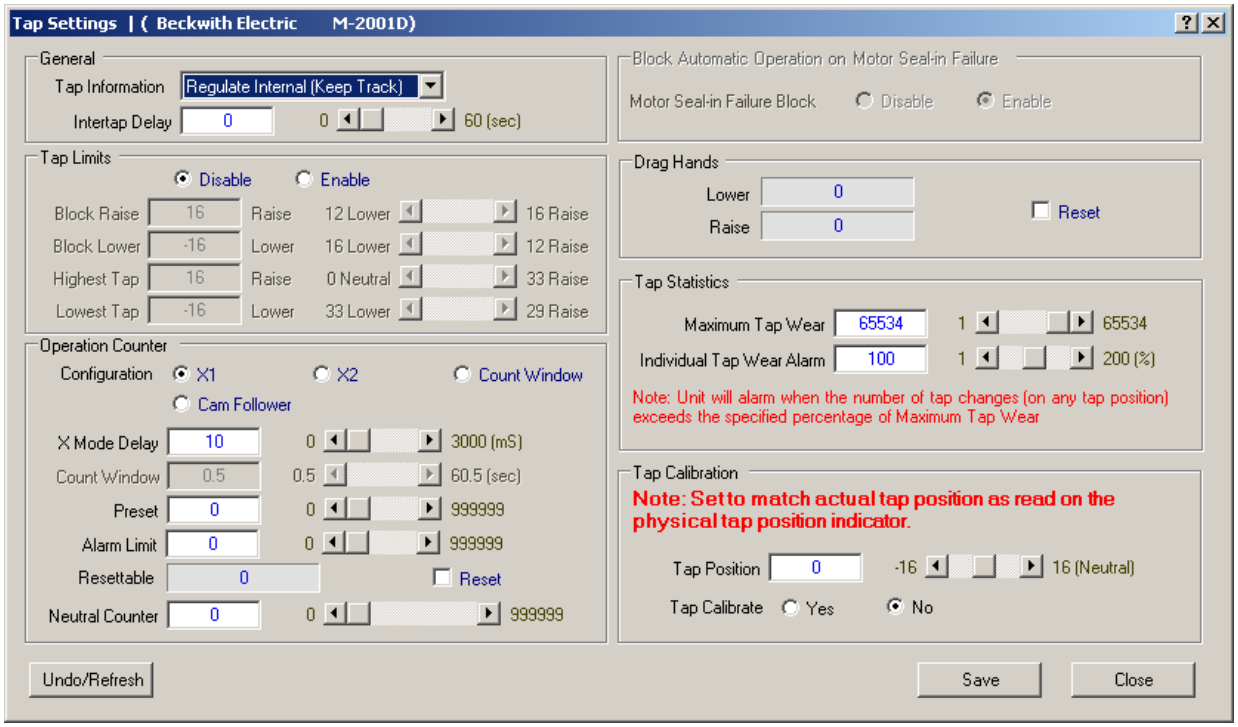

Figure 5-6 Tap Settings Dialog Screen
1. Select **Setup/Tap Settings** from the TapTalk toolbar. TapTalk will display the Tap Settings dialog screen (Figure 5-6).